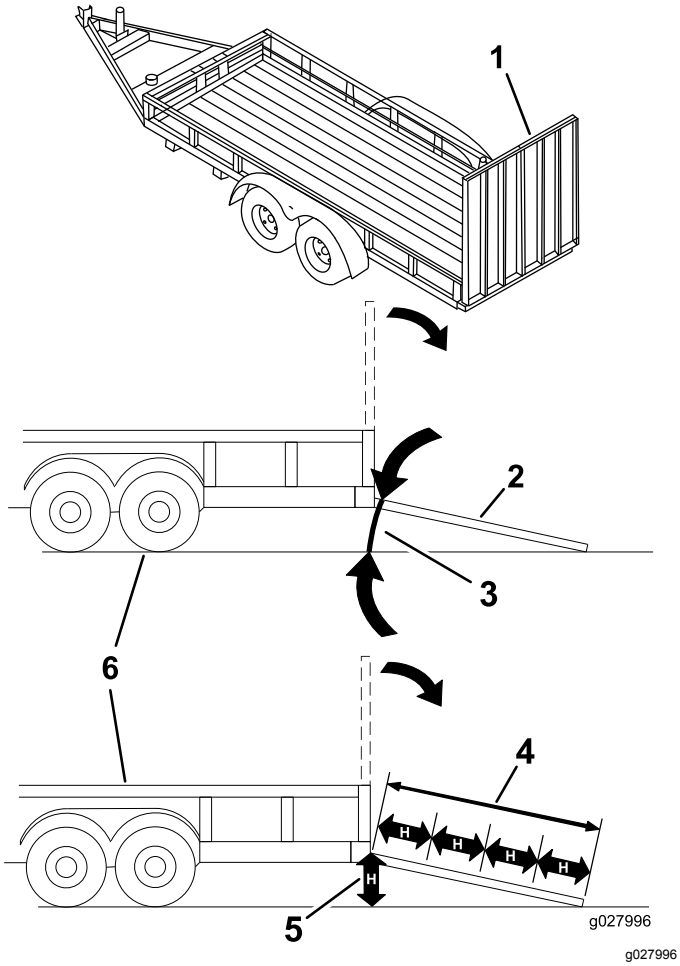

Figur 44
Om man lastar på en maskin på ett släp eller en lastbil ökar risken för att välta, vilket kan orsaka allvarliga personskador och innebära livsfara (Figur 44).
3. Sänk ned rampen och säkerställ att vinkeln mellan rampen och marken inte är större än 15 grader (Figur 44).
1. Sänk ned rampen och säkerställ att vinkeln mellan rampen och marken inte är större än 15 grader (Figur 44).